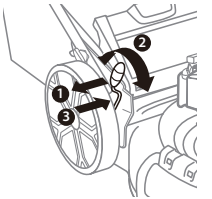

Fig. 9
2. To change the cutting height, squeeze the height adjuster lever toward the wheel (1, Fig.9).
3. Move the lever up or down to the desired position (2, Fig.9), release the lever to lock the wheel in position (3, Fig.9).